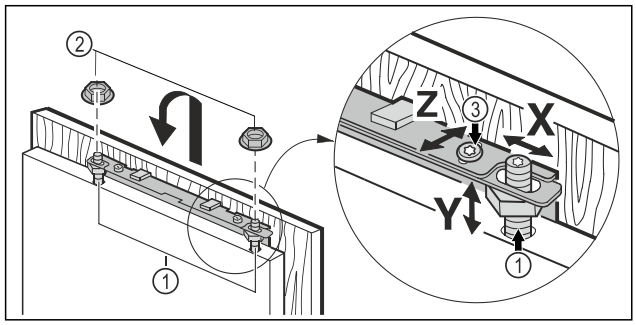

Fig. 46
▶ Möbeltür auf die Justagebolzen *Fig. 46 (1)* einhängen und Kontermuttern *Fig. 46 (2)* locker auf die Justagebolzen schrauben.
▶ Möbeltür in der Höhe **Y** und in der seitlichen Neigung ausrichten: Justagebolzen *Fig. 46 (1)* mit einen Schraubendreher einstellen.
▶ Kontermuttern *Fig. 46 (3)* anziehen.